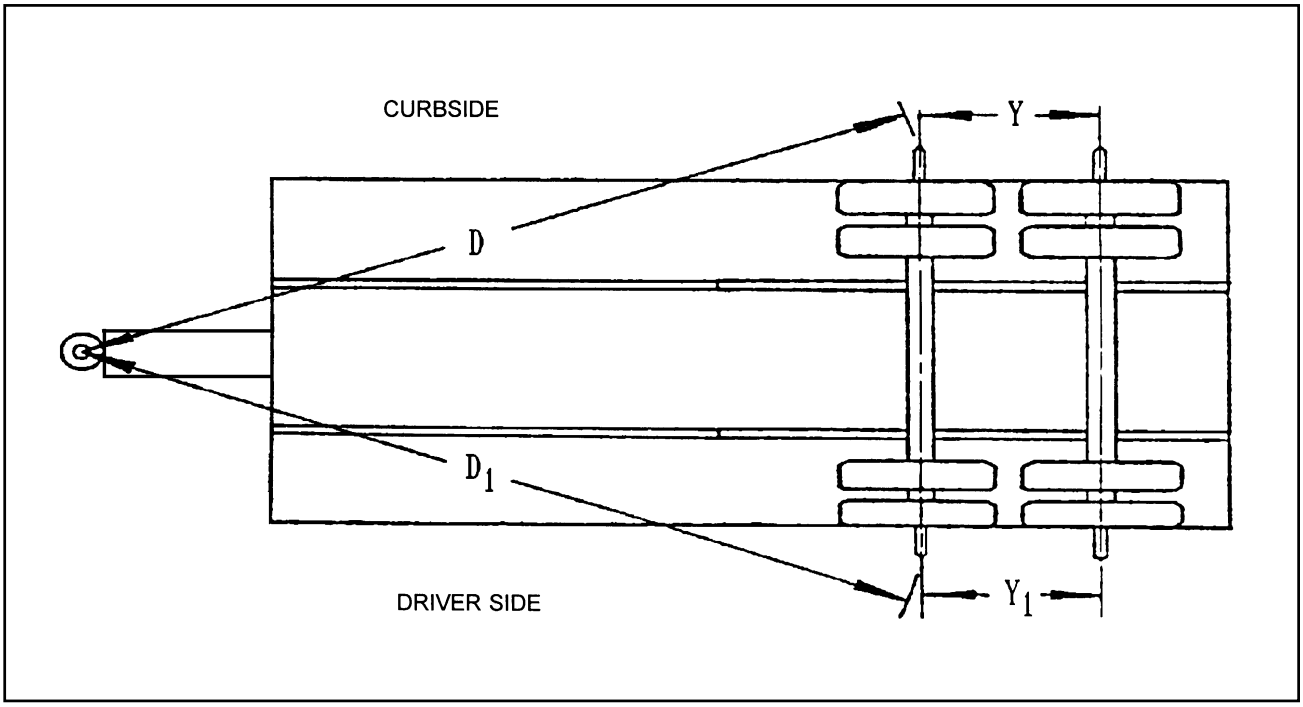

**Figure 4-7 Checking Axle Alignment**
4. Measure (D) from the plumb bob to the center point on one end of the axle. Record this measurement **(See Figure 4-7**).
5. Measure (D1) to the other end of the axle in the same manner as in **Step 4.**. Record this measurement **(See Figure 4-7).**